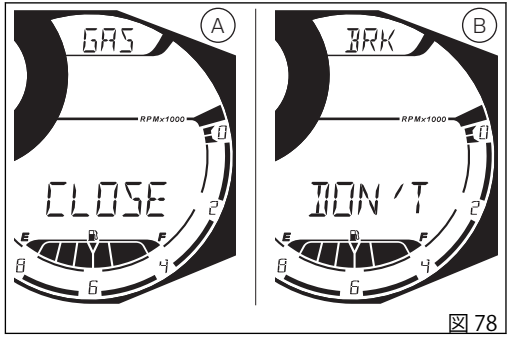

図 78
- 走行速度が 5 km/h (3 mph) 以下でスロットルグリップが開いている場合、インストルメントパネルは “CLOSE”、“GAS” (A、図 78) (スロットルを閉じてください) と表示します。スロットルグリップが閉じられた場合にのみ、インストルメントパネルは選択したライディングモードを承認し、スタンダードスクリーンに戻ります。
- 走行速度が 5 km/h (3 mph) を超えていてスロットルグリップが開いている場合、インストルメントパネルは “CLOSE”、“GAS” (A、図 78) (スロットルを閉じてください) と表示します。スロットルグリップが閉じられた場合にのみ、インストルメントパネルは選択したライディングモードを承認し、スタンダードスクリーンに戻ります。
- 走行速度が 5 km/h (3 mph) を超えていて、スロットルグリップは閉じているもののブレーキをかけている場合は、インストルメントパネルはメニュー枠内に “DON’T”、“BRK” (B、図 78) (ブレーキを放してください) と表示します。ブレーキが放された場合にのみ、インストルメントパネルは選択したライディングモードを承認し、スタンダードスクリーンに戻ります。
- 走行速度が 5 km/h (3 mph) を超えていてスロットルグリップが開いており、ブレーキをかけている場合、インストルメントパネルはメニュー枠内に “CLOSE GAS” (A、図 78)、“DON’T BRK” (B、図 78) (スロットルを閉じてブレーキを放してください) と表示します。スロットルグリップが閉じられ、ブレーキが放された場合にのみ、インストルメントパネルは選択したライディングモードを承認し 、スタンダードスクリーンに戻ります。
“CLOSE GAS” (A、図 78) または “DON’T BRK” (B、図 78) の表示が現れてから 5 秒以内にライディングモードの変更を有効にする上記の条件が満たされなかった場合は、選択手順は中止されます。インストルメントパネルは設定を変更せずに前の表示、ライディングモード選択入口画面に戻ります。